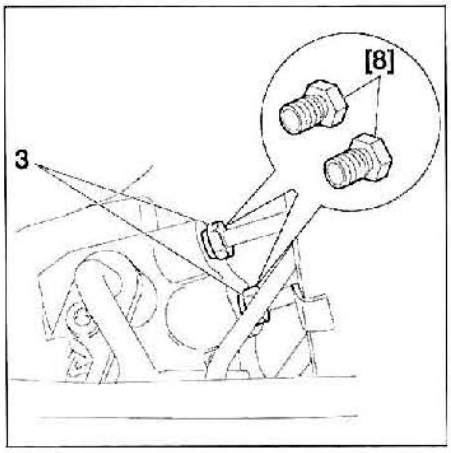

FIG. 24
• Desacoplar las dos tuberías de alimentación (3) de la válvula distribuidora y separarlas (fig. 24).